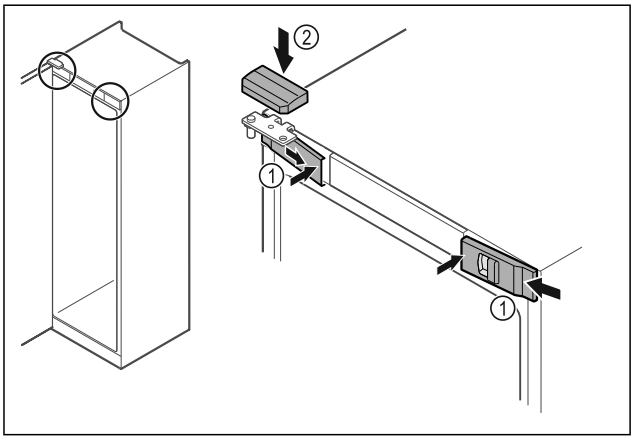

*Fig. 45*
▶ Acroșați apărătorile frontale *Fig. 45 (1)* lateral și fixați-le în poziție la interior.
▶ Fixați în poziție apărătoarea superioară *Fig. 45 (2)* de sus.